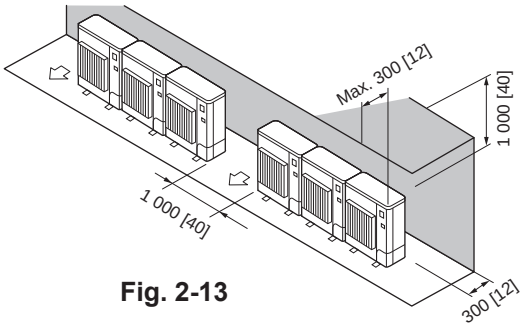

Fig. 2-13
2. Obstacles uniquement à l'arrière et au-dessus (Fig. 2-13)